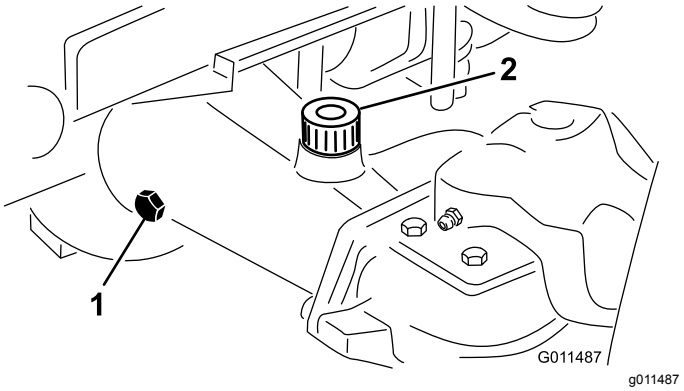

Figuur 16
2. Verwijder de controleplug van elk uiteinde van de as (Figuur 16) en controleer of de tandwielolie tot aan de onderkant van de opening komt. Indien het peil te laag staat, verwijdert u de vulplug (Figuur 16) en vult u voldoende tandwielolie bij totdat het peil de onderkant van de opening van de controleplug bereikt.